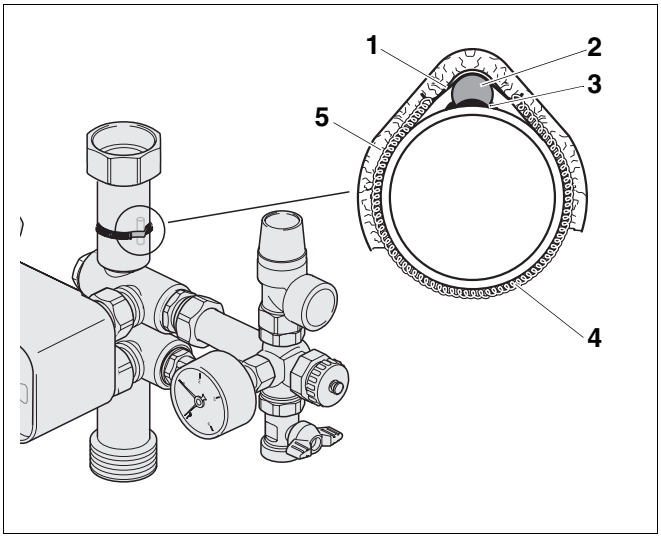

Abb. 6 Temperaturfühler am Heizungsvorlauf montieren
- Temperaturfühler (Abb. 6, **Pos. 2**) für den Vorlauf (Heizkessel) mit Spannfeder (Abb. 6, **Pos. 4**) und Halteblech (Abb. 6, **Pos. 1**) am sekundären Vorlaufrohr anbringen.
- Temperaturfühler vor dem Anlegen mit Wärmeleitpaste (Abb. 6, **Pos. 3**) versehen.
- Temperaturfühler mit einem Wärmeschutz (Abb. 6, **Pos. 5**) abdecken.